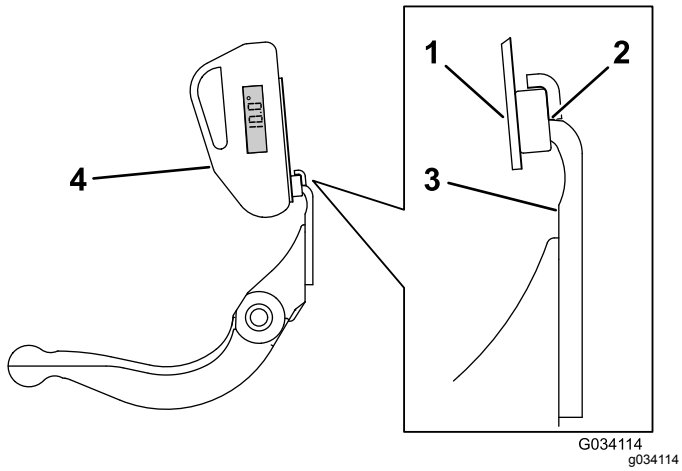

Figur 28
3. Placera vinkelindikatorfästet på underknivens egg så att magnetens kant får kontakt med underknivens kant (Figur 28).
4. Placera vinkelindikatorn på fästet enligt Figur 28.